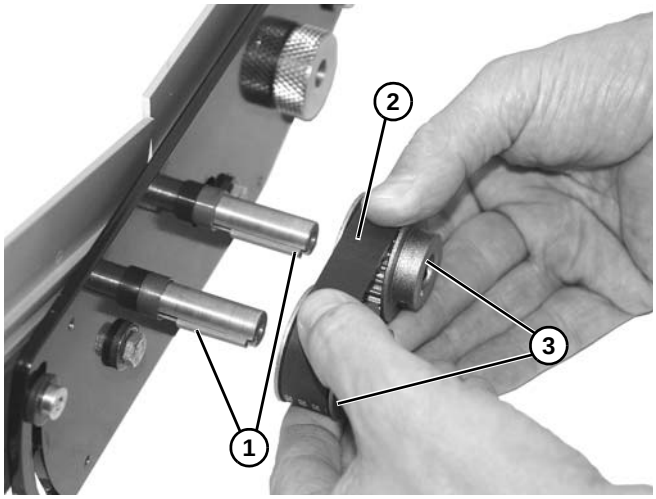

Abbildung 20
9. Zwei Schlüssel **(Abbildung 20, Teil 1)** einbauen.
10. Band **(Abbildung 20, Teil 2)** und beide Riemenscheiben **(Abbildung 20, Teil 3)** einbauen.